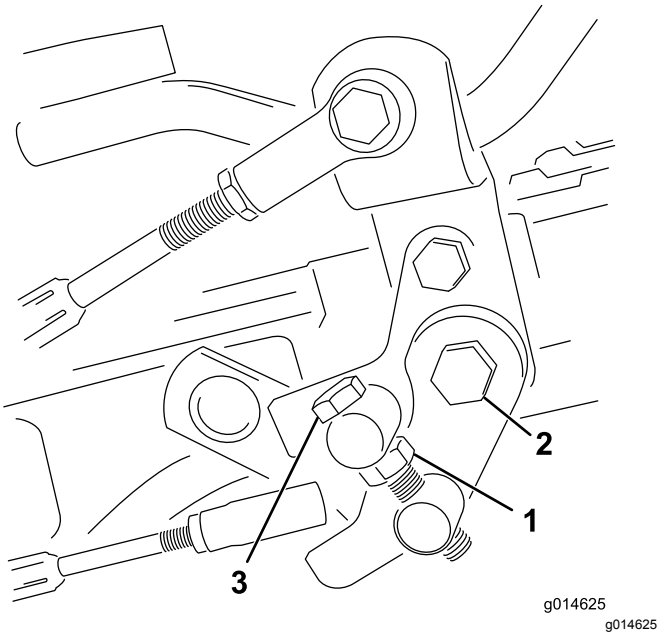

**Figur 35**
1. Lossa kontramuttern på justeringsbulten (Figur 35).
4. Dra åt kontramuttern på justeringsbulten och muttern på pedaltappen för att låsa justeringen (Figur 35). Kontrollera justeringen och ändra vid behov.